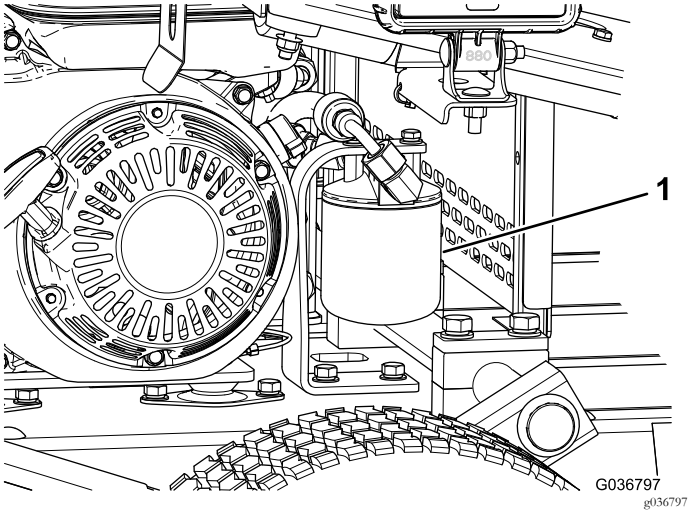

Figur 37
5. Placera ett kärl under filtret och ta bort filtret (Figur 37).